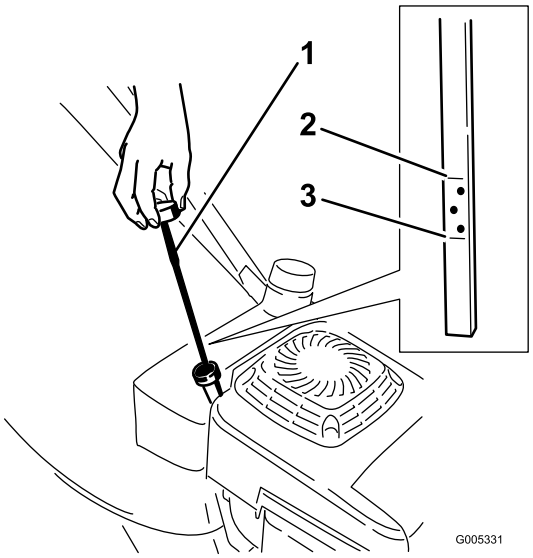

Bild 8
Stellen Sie vor jedem Einsatz sicher, dass der Ölstand zwischen den Marken „Add (Nachfüllen)“ und „Full (Voll)“ am Peilstab steht (Bild 8).
2. Reinigen Sie den Bereich um den Peilstab (Bild 8).
6. Nehmen Sie den Peilstab heraus und lesen Sie den Ölstand ab (Bild 8).